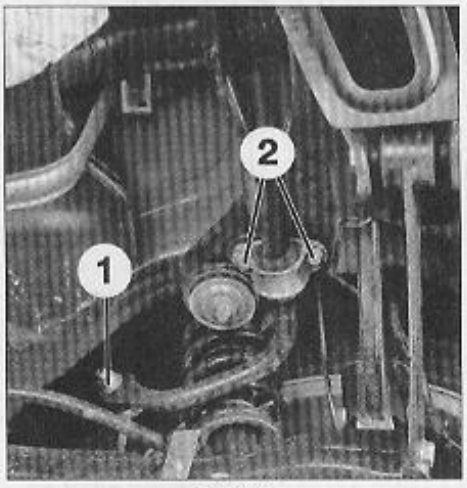

FIG. 17
- la fixation supérieure (1) de la biellette de barre stabilisatrice **(Fig.17)**.